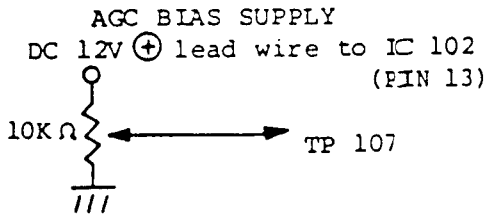

Fig.4
4. Supply RF AGC bias voltage to TP 107. (See Fig.4)
5. Supply RF AGC bias voltage to TP 107. (See Fig.4)